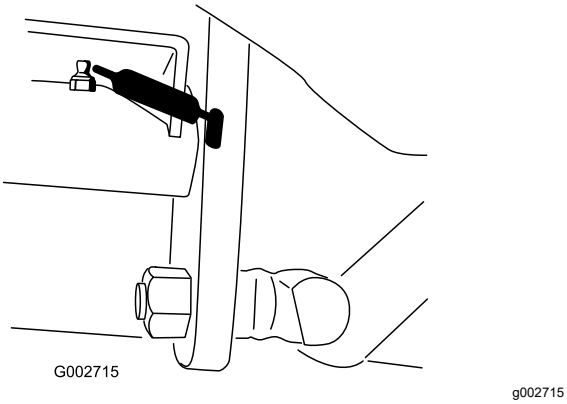

Figur 20
- Ett svänglager för gaspedalen (Figur 20).